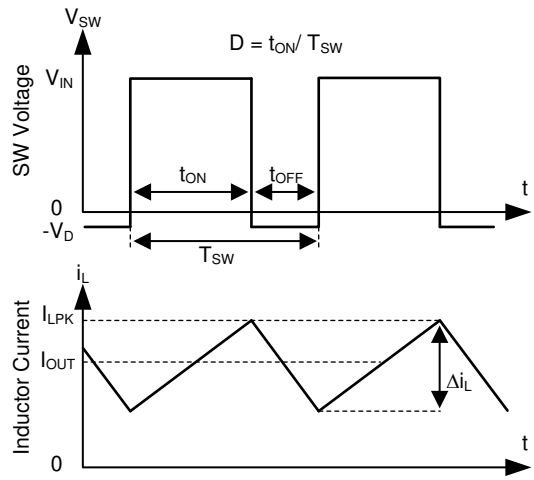

图 8-1. SW Node and Inductor Current Waveforms in Continuous Conduction Mode (CCM)
The following operating description of the LMR23630 refers to 节 8.2 and to the waveforms in 图 8-1. The LMR23630 is a step-down synchronous buck regulator with integrated high-side (HS) and low-side (LS) switches (synchronous rectifier). The LMR23630 supplies a regulated output voltage by turning on the HS and LS NMOS switches with controlled duty cycle. During high-side switch ON-time, the SW pin voltage swings up to approximately V_{IN}, and the inductor current i_L increase with linear slope (V_{IN} – V_{OUT}) / L. When the HS switch is turned off by the control logic, the LS switch is turned on after an anti-shoot-through dead time. Inductor current discharges through the LS switch with a slope of –V_{OUT} / L. The control parameter of a buck converter is defined as duty cycle D = t_{ON} / T_{SW}, where t_{ON} is the high-side switch ON-time and T_{SW} is the switching period. The regulator control loop maintains a constant output voltage by adjusting the duty cycle D. In an ideal buck converter, where losses are ignored, D is proportional to the output voltage and inversely proportional to the input voltage: D = V_{OUT} / V_{IN}.